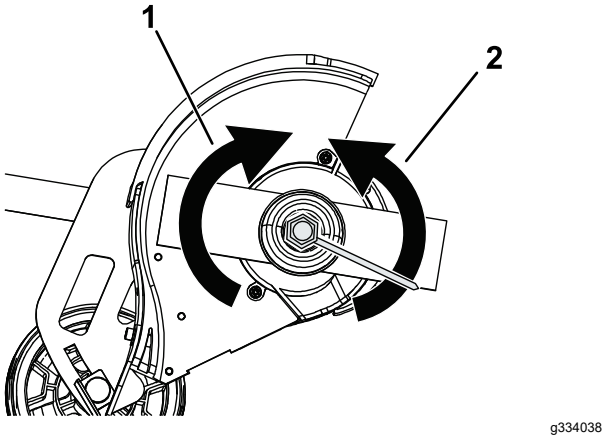

Figure 13
3. Retirez l'écrou de la lame en le tournant dans le sens horaire avec l'outil de réglage fourni (Figure 13).
6. Serrez l'écrou de la lame en le tournant dans le sens antihoraire avec la clé fournie (Figure 13).